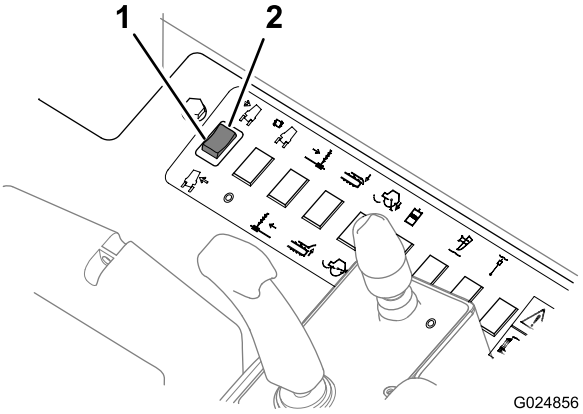

Figure 51
- Appuyez sur la partie supérieure de cette commande (Figure 51) pour incliner la machine à droite sur les terrains en pente.
- Appuyez sur la partie inférieure de cette commande (Figure 51) pour incliner la machine à gauche sur les terrains en pente.